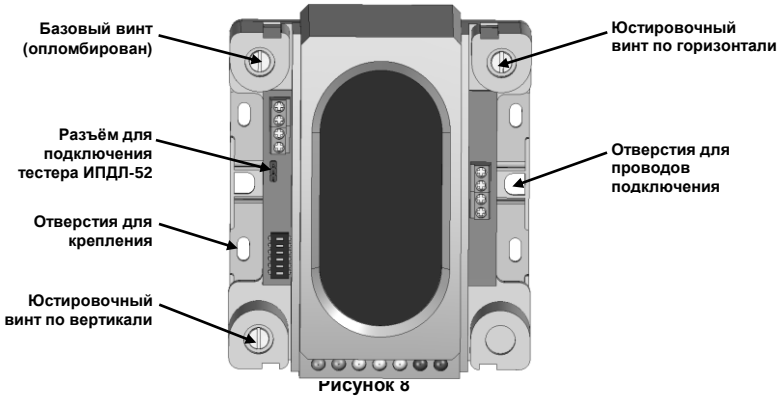

Рисунок 8
3.7.5 Подбор положений приёмо-передатчика производится путём закручивания или откручивания юстировочных винтов углов положения в горизонтальной и вертикальной плоскостях (см. рис. 8).